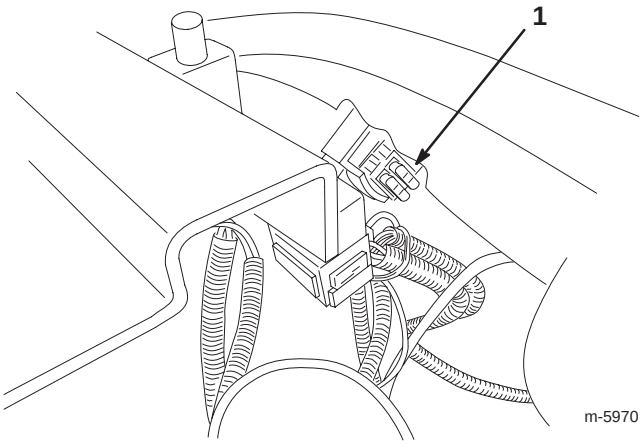

Bild 27
1. Ziehen Sie die Sicherung aus der Fassung heraus (Bild 27).